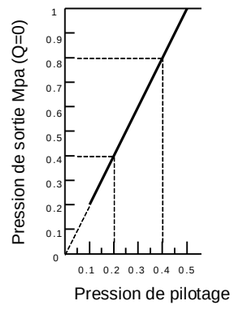

Fig.5 Caractéristiques de performance
b) Reportez-vous à la Fig.5 pour connaître la relation entre la pression de pilotage et la pression en aval.